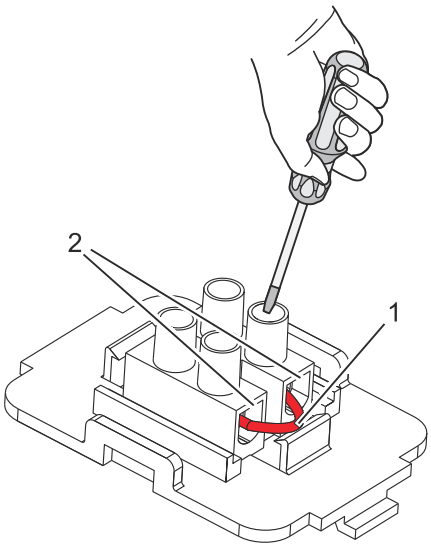

Abb. 44: Kabelbrücke entnehmen
3. Lösen Sie die Schrauben und entnehmen Sie die Kabelbrücke (Abb. 44/1).
4. Stecken Sie die Kabel des Fensterkippschalters anstelle der Kabelbrücke in die Litzenlöcher (Abb. 44/2) und ziehen Sie die Schrauben wieder fest.